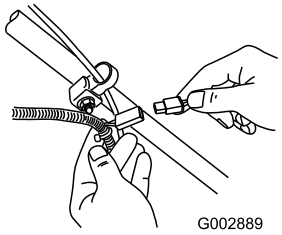

Figur 24
1. Slut opladeren til plæneklipperens ledningsnet neden for tændingsnøglen (Figur 24).